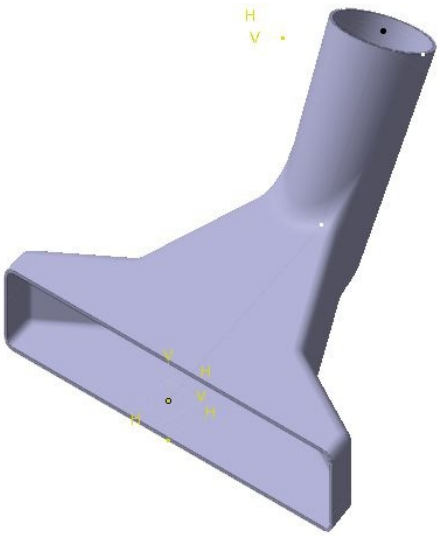

Figure 6-93 *Final model after shelling*
3. Set the value in the **Default inside thickness** spinner to **2** and choose the **OK** button from the **Shell Definition** dialog box; the shell feature is created. The final model after creating the shell feature is shown in Figure 6-93.